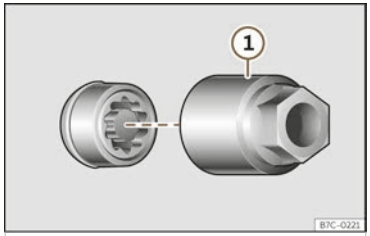

Fig. 252 Anti-theft wheel nut with cap and adapter.
- Insert the special adapter >>> Fig. 252 ① (vehicle tools >>> page 336) onto the anti-theft wheel nut and push it on as far as it will go.